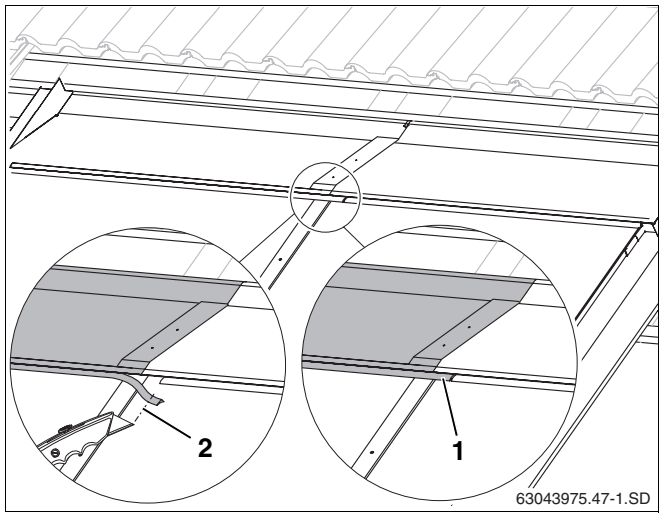

Abb. 58 Oberes linkes Abdeckblech
- Gummilippe soweit kürzen (Abb. 58, **Pos. 2**), dass sie an die Gummilippe des rechten Abdeckbleches stößt.
- Die Gummilippe des linken Abdeckbleches auf den Falz des rechten Abdeckbleches stecken (Abb. 58, **Pos. 1**).